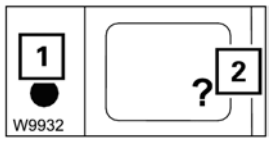

FIGURA 3-17
Para determinar qual é o erro, é preciso abrir o submenu de erros pressionando o botão **?** (2) (Figura 3-17). O botão apenas se ativa quando a lâmpada (1) pisca ou acende.